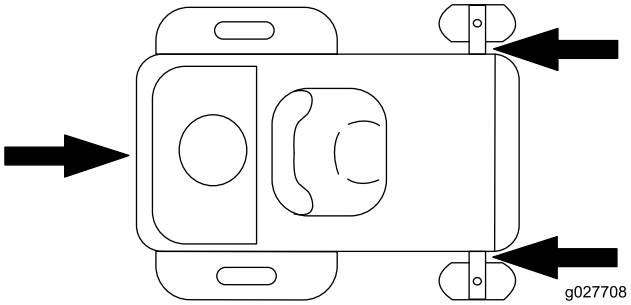

**Figur 26**
5. Fest maskinen nær de fremre styrehjulene og den bakre støtfangeren (Figur 26).